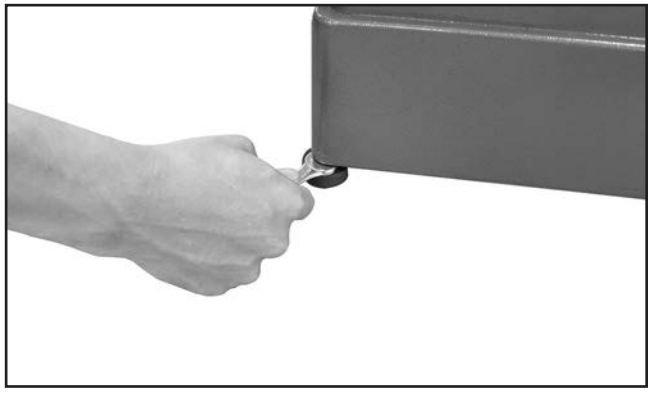

Figure 7. Leveling jointer.
13. Adjust feet until jointer is stable, without any rocking or wobbling (see **Figure 7**).